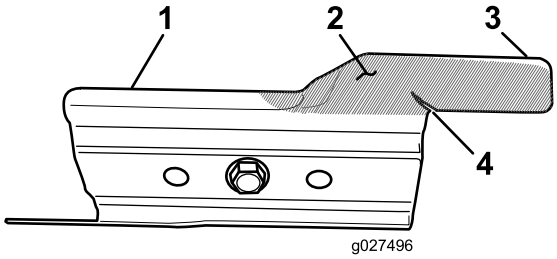

Figuur 24
Controleer het gaspedaal zorgvuldig op overmatige slijtage (Figuur 24). Omdat het metaal kan wegslijten door zand en schurend materiaal (vooral in de zone getoond als item 2 in Figuur 24), dient u het gaspedaal te controleren voordat u de machine gebruikt. Indien u vaststelt dat een lip op het gaspedaal is afgesleten tot een scherpe rand of als er een scheur is, dient u het gaspedaal te vervangen; zie Het maaimes verwijderen (bladz. 22).